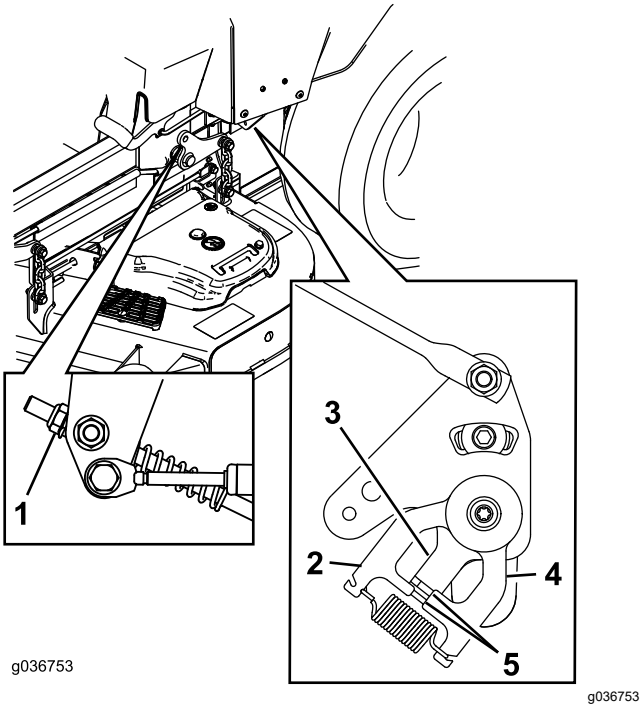

Figur 68
11. Juster lengdene på pumpekontrollstangene ved å dreie mutteren i passende retning til hjulene kryper noe i revers (Figur 68).